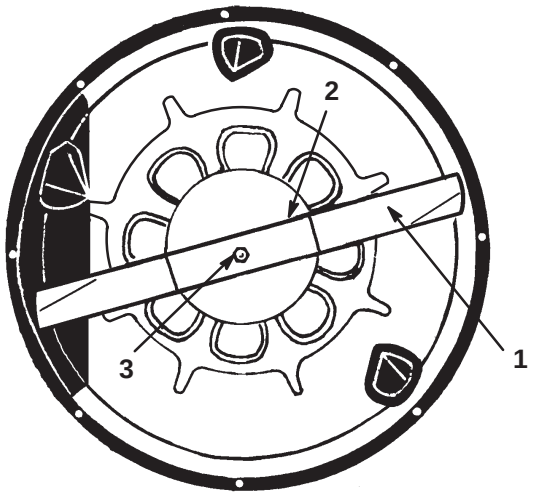

Figure 28
3. Tenez la lame à son extrémité avec un chiffon ou un gant épais, puis enlevez le boulon de fixation de la lame, la rondelle bombée, le renfort et la lame (Fig. 28). Pour enlever le boulon, bloquez éventuellement la lame en introduisant une cale en bois entre la lame et le carter de tondeuse.
1. Posez la lame, le renfort, la rondelle bombée et le boulon de fixation (Fig. 28).